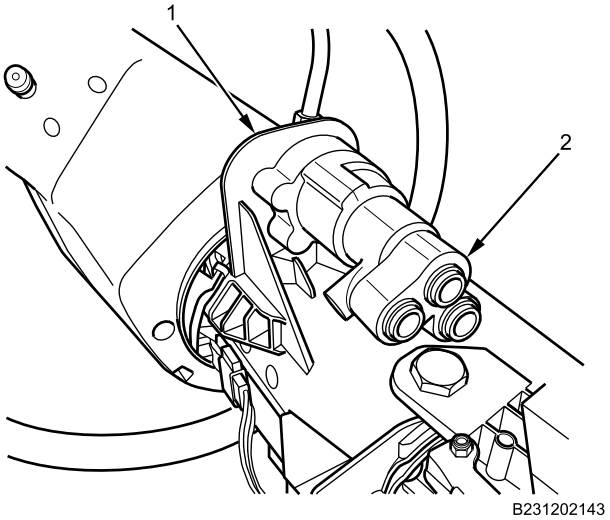

Figure 3. Trailer Control Valve.
1. Install trailer control valve (Figure 3, Item 2) on steering column (Figure 3, Item 1).